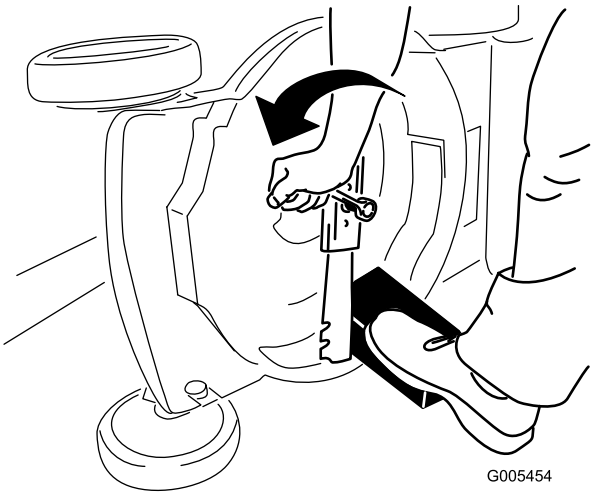

Figur 21
3. Brug en træklods til at holde kniven fast (Figur 21).
4. Afmonter kniven, men gem alle monteringsbolte og -møtrikker (Figur 21).